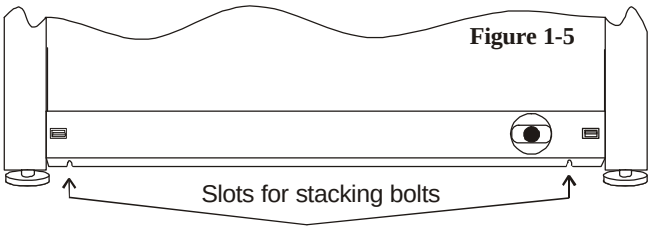

Figure 1-5
2. Note the two slots in the base of the incubator which accommodate the stacking bolts. Refer to Figure 1-5.